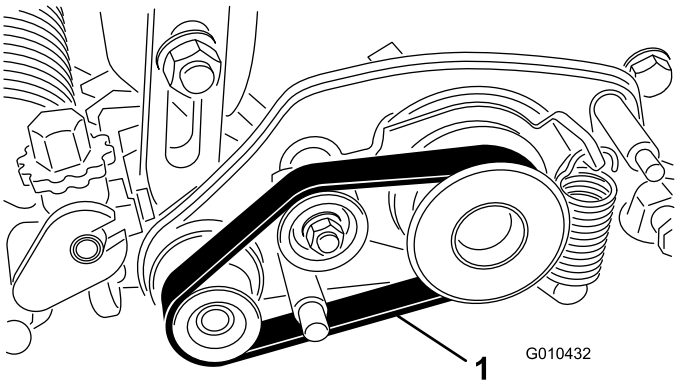

Figuur 29
2. Verwijder de riem van de aangedreven poelie, de spanpoelie en de poelie-eenheid (Figuur 29).